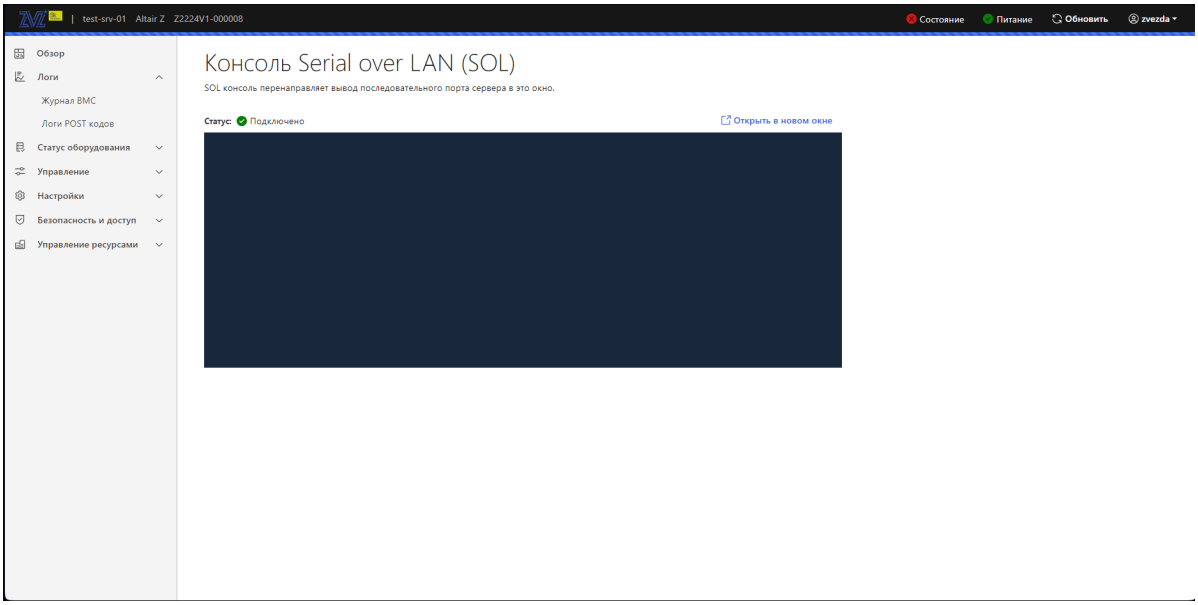

Рис. 85. Окно «Консоль Serial over LAN (SOL)»
5) Пройдите во вкладку «Управление» → «Консоль Serial over LAN (SOL)» в данной вкладке осуществляется перенаправление вывода последовательного порта сервера в окно браузера вашей рабочей станции. Окно показано на рис. 85 Окно «Консоль Serial over LAN (SOL)»